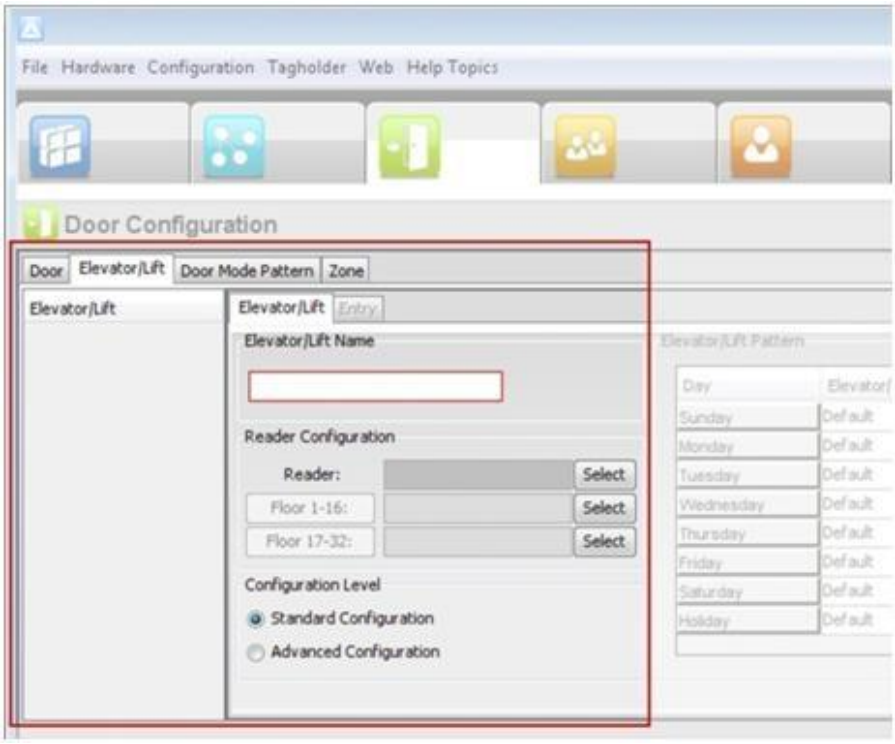

Figure 3 – Left-hand Side of the Door Configuration Pane
1. In the **Reader Configuration** group (see Figure 3), alongside the Reader textbox, click the **Select** button.